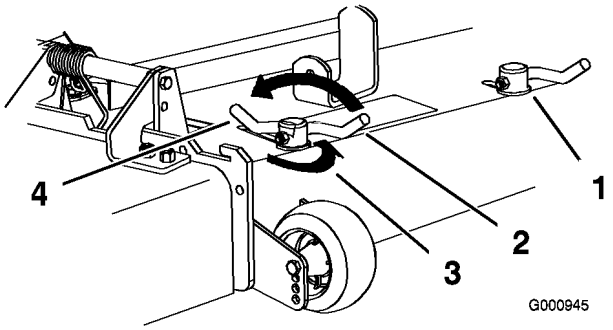

Figur 21
3. Knastlåsene justeres ved at svinge grebet op, så knastlåsen løsnes (Figur 21).
5. Sving grebet tilbage for at stramme skærm og knastlåse (Figur 21).